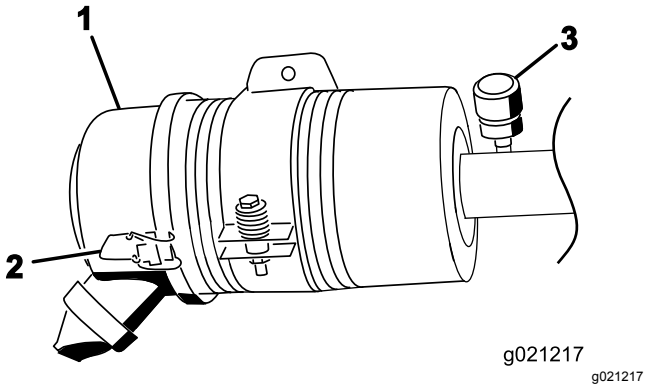

Figura 70
Faça a manutenção ao filtro de ar apenas quando o indicador de manutenção o exigir (Figura 70). Mudar o filtro de ar antes de ser necessário apenas aumenta a possibilidade de entrar sujidade no motor quando se retira o filtro.
1. Liberte os trincos que fixam a cobertura do filtro de ar ao respetivo corpo (Figura 70).